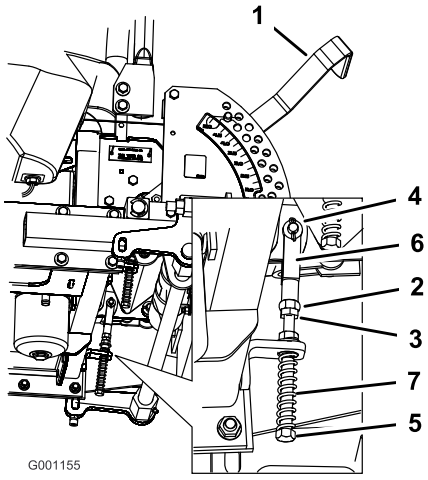

Figuur 67
8. Als de schakelhendel moet worden afgesteld, draait u de moer en de contramoer tegen de gaffel (Figuur 67).
9. Oefen een lichte achterwaartse druk uit op de schakelhendel, draai de kop van de stelbout in de juiste richting totdat de hendel in de vergrendelde neutraalstand is gecentreerd (Figuur 67).
10. Draai de moer en de contramoer vast (Figuur 67).